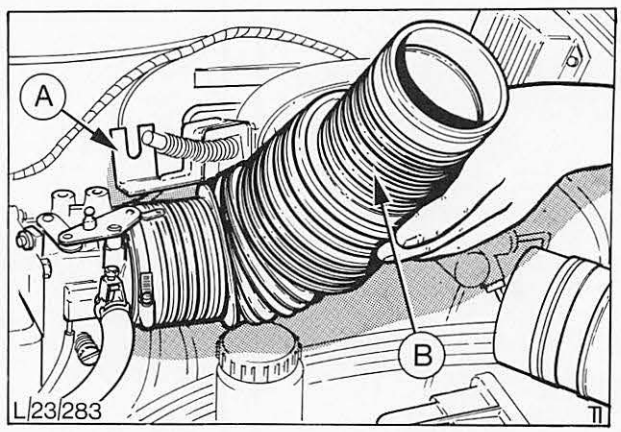

Abb. 86 Verbindungsschlauch – Ansauggeräuschdämpfer abbauen
4. Verbindungsschlauch – Ansauggeräuschdämpfer am Lufttrichter abbauen, Abb. 86.